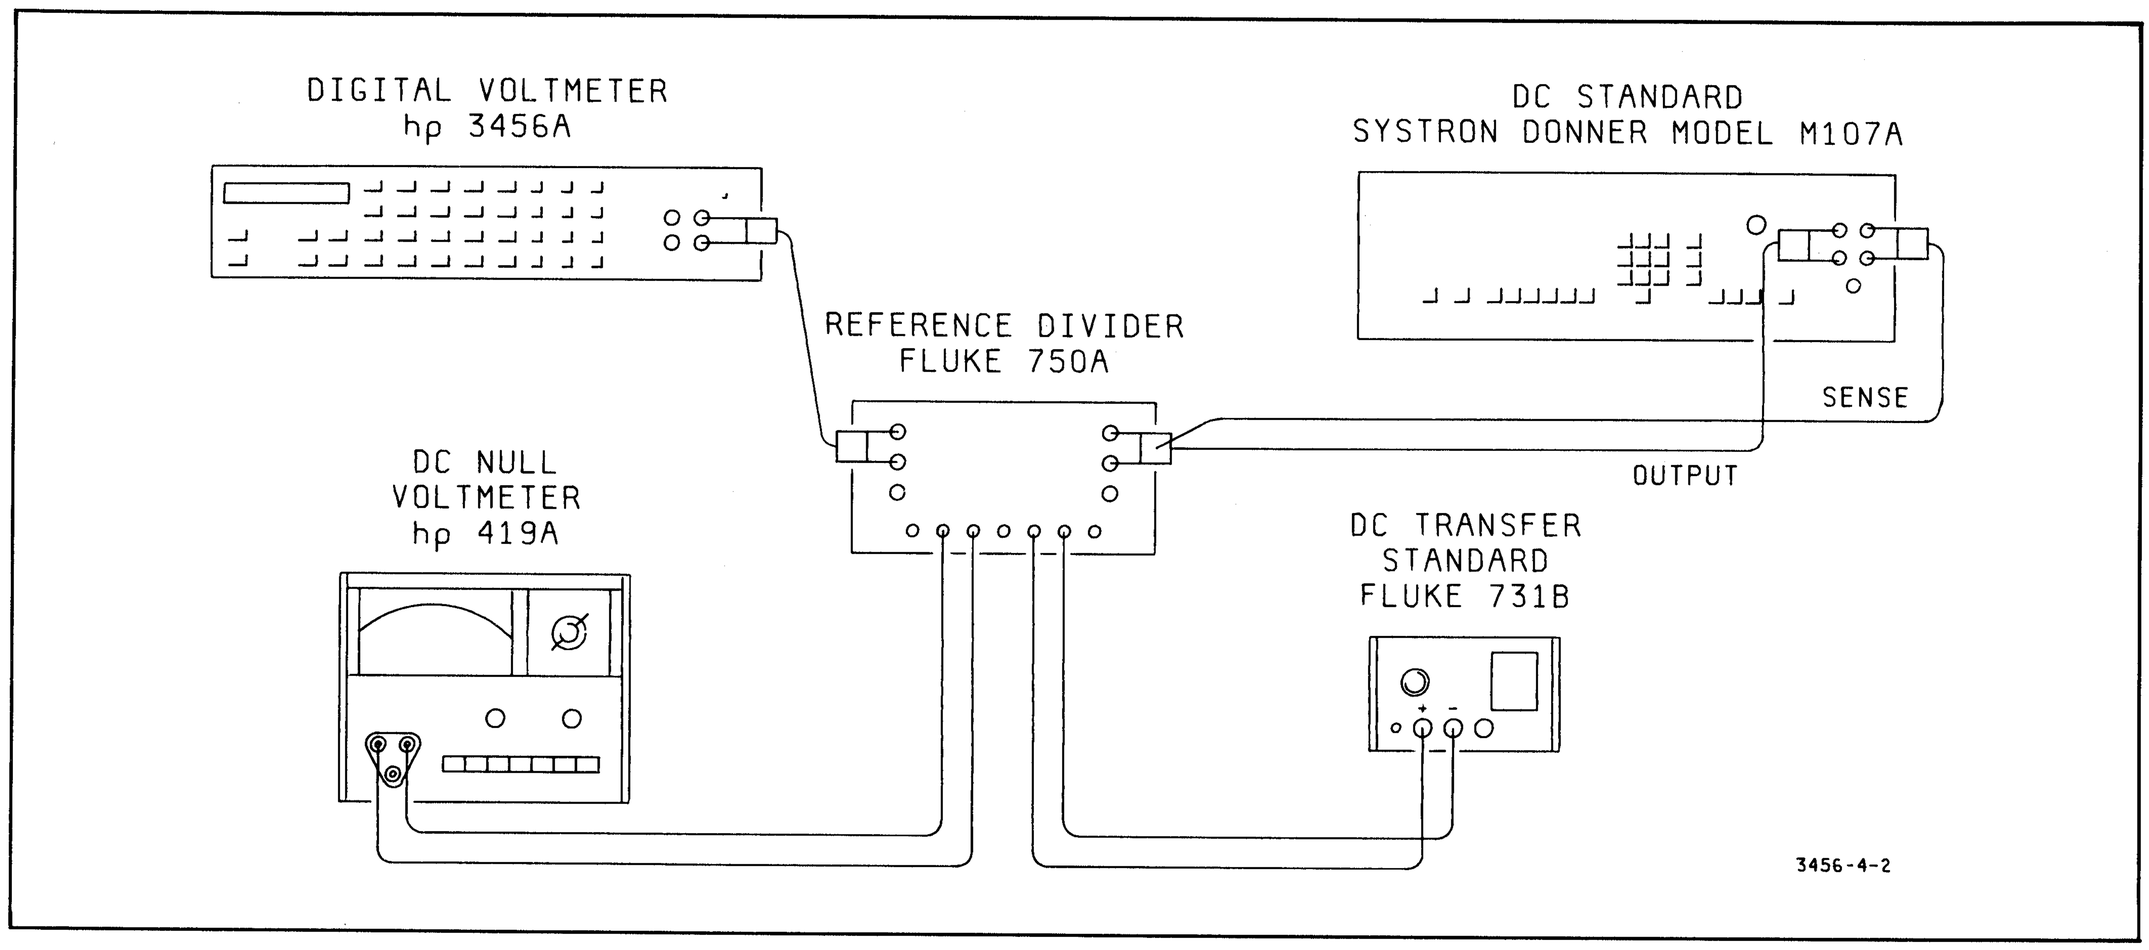
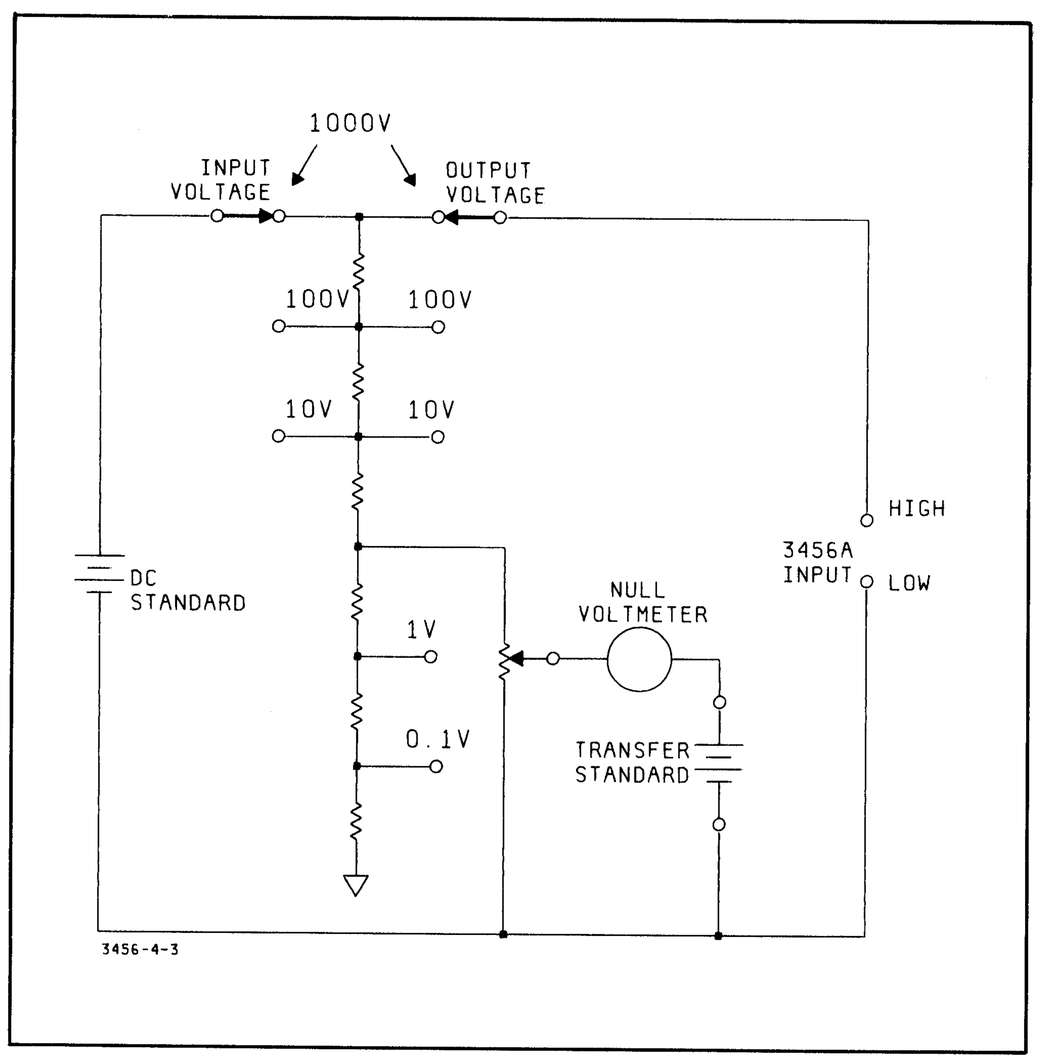

Figure 4-2. DCV Accuracy Test Set-Up.
Figure 4-3. Schematic of the DCV Accuracy Test Set-Up.
k. Using short pieces of number 20 AWG (or thinner) insulated solid copper wires, connect the Transfer Standard and the DC Null Voltmeter to the Reference Divider as shown in Figure 4-2 and Figure 4-3.
l. Turn the DC Standard's output off. Using 24 inch or shorter shielded cables equipped with banana-plug connectors, connect the DC Standard and the 3456A to the Reference Divider as shown in Figure 4-2 and Figure 4-3.